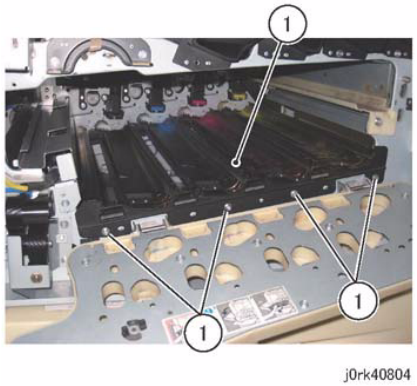

Figure 3 Drum Guide Assy Removal
6. Remove the Drum Guide Assembly. (Figure 3)